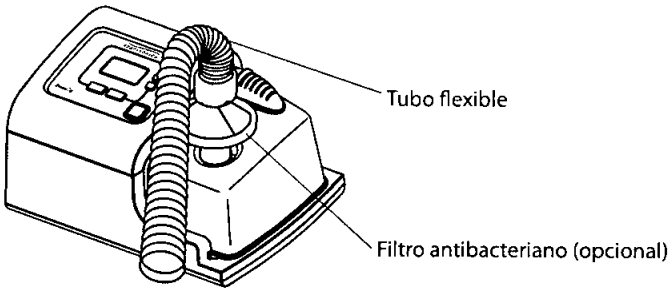

**Figura 3-2 Conexión del tubo flexible**
1. Conecte el tubo flexible a la salida de aire en la parte superior del dispositivo, tal como se muestra en la Figura 3-2.